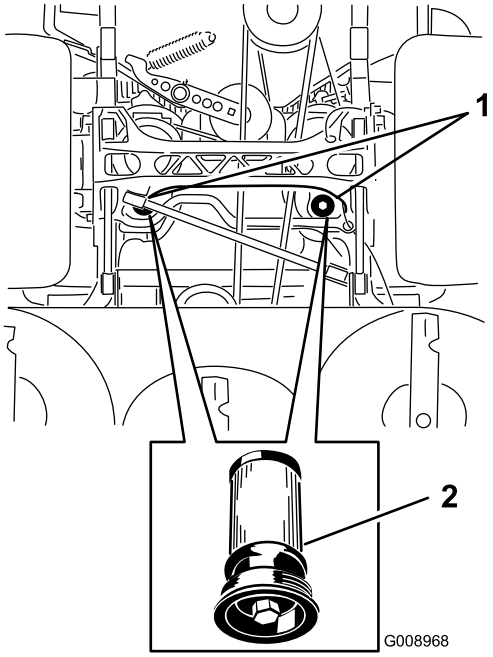

Figur 84
5. Sätt ett tömningstråg under filtret, ta bort det gamla filtret och torka ytan ren (Figur 84).
6. Stryk på ett tunt lager hydraulolja på utbytesfiltrets gummipackning (Figur 84).